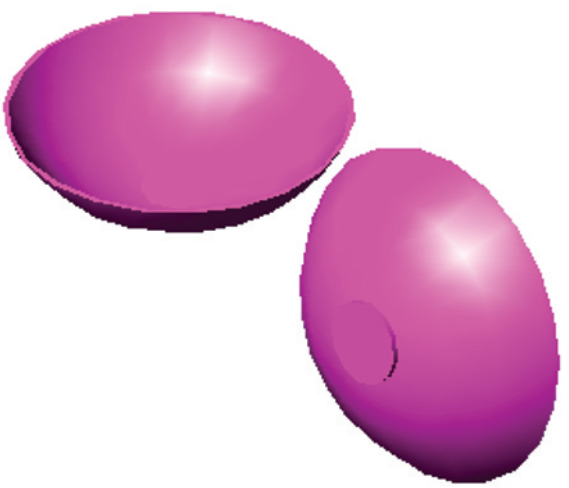

Fig. 15.19 Second example – **Mirror 3D** – the result in a front view
Second example – Mirror 3D (Fig. 15.19)
4. *Click* **Visual Styles/Conceptual**. The result is shown in Fig. 15.19.